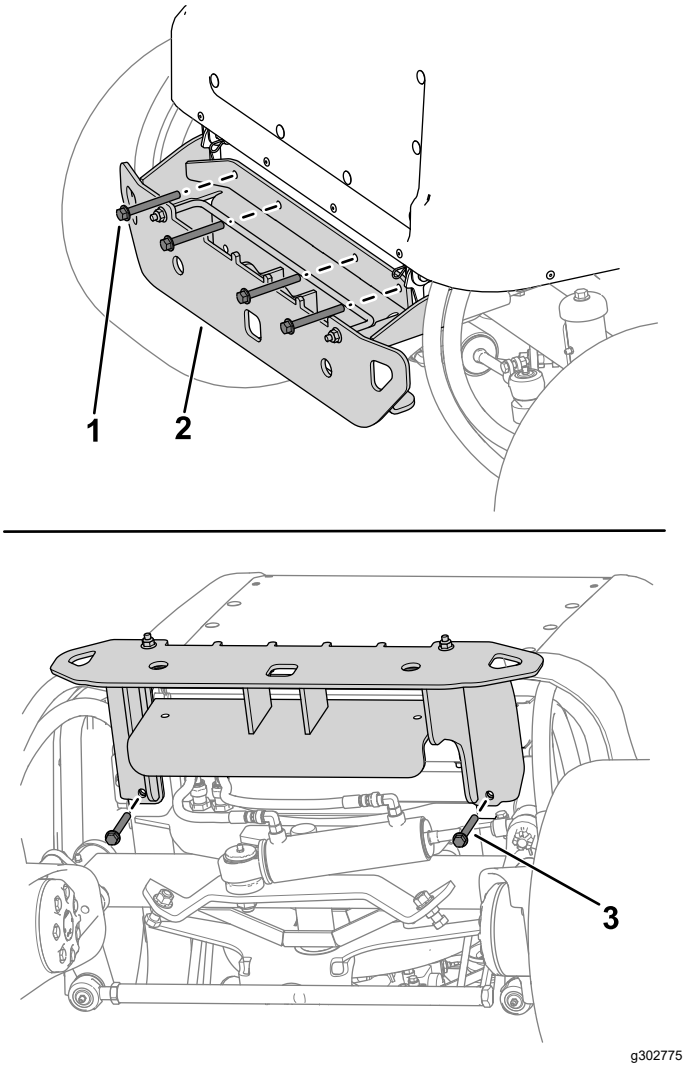

Figura 16
2. Sujete provisionalmente la zona superior del parachoques al bastidor de la máquina con 4 pernos (⅜" x 3¼") y 4 tuercas (⅜"), como se muestra en la Figura 16.
3. Sujete provisionalmente el parachoques debajo del bastidor de la máquina usando 2 pernos (⅜" x 2¾") y 2 tuercas (⅜"), como se muestra en la Figura 16.